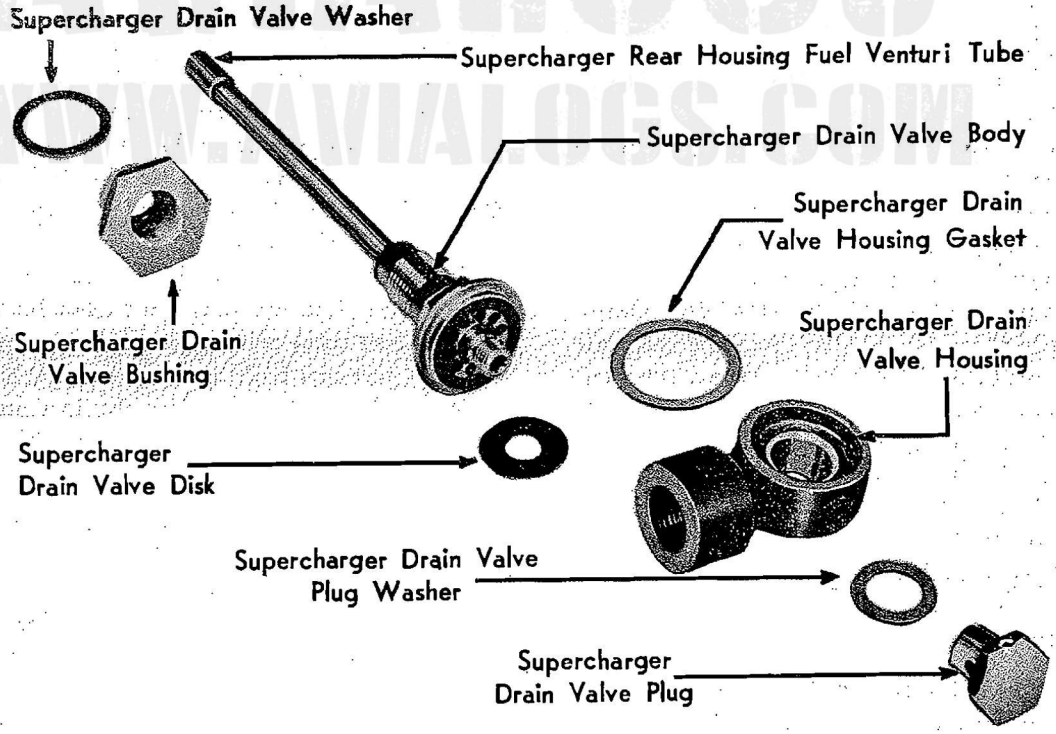

Figure 203—Supercharger Drain Valve—Exploded View
(1) Assemble the standard type supercharger drain valve body, disk, and plug to the drain valve housing, using new gaskets between the body and housing and between the plug and the housing. Secure the plug with lock wire. Refer to Figure 203. The seating of the disk is satisfactory when not more than 5 cubic in. of gasoline per minute pass through the valve assembly, when held in an inverted position, under a suction of 5 in. of mercury. Lap the disk into the seat if necessary, using a light grade of lapping compound. Remove all traces of compound after the valve has been lapped, re-tested, and found to be satisfactory.
(2) Tighten the supercharger drain valve bushing and washer in the supercharger rear housing, and install the steel fuel venturi tube in position in the rear housing and bushing. Install the supercharger drain valve assembly in the bushing in the rear housing, inserting the outer end of the fuel venturi tube in the drain valve body.